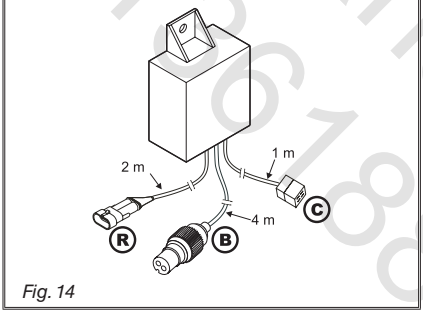

Fig. 14
- Connect the cables as indicated in Fig. 14: